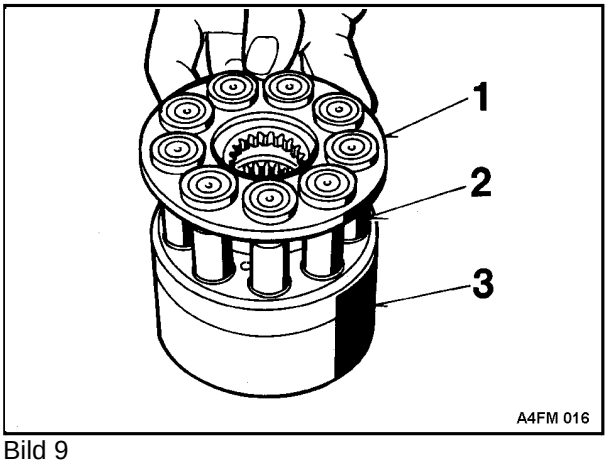

Bild 9
14. Kolben 2 (Bild 9) aus dem Zylinder (3) ziehen und aus der Rückzugplatte (1) herausnehmen.